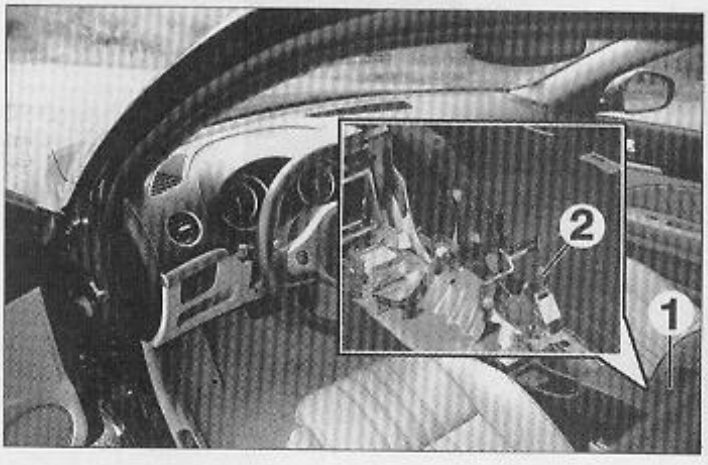

FIG. 18
• Dans l'habitacle, soulever l'accoudoir centrale (1) et retirer le revêtement au fond du vide-poches (Fig.18).
• Repérer la position de l'écrou de réglage (2).